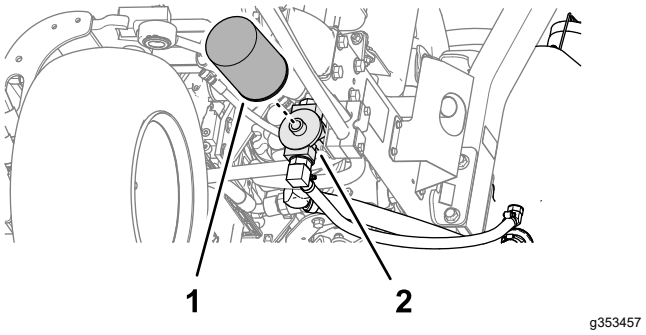

Figuur 88
2. Reinig de omgeving van de plaats waar het filter wordt gemonteerd. Plaats een opvangbak onder het filter (Figuur 88) en verwijder het filter.